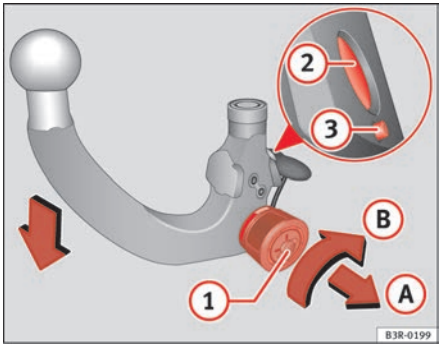

Fig. 152 Removable towing bracket: Setting the spring mechanism to the "ready" position
– Insert the key (1) ⇒ page 191, fig. 152 in the lock on the knob and turn it towards the red marking.
– Pull out the knob in direction (A), hold and turn in direction (B) until the locking pin (2) engages and the release pin (3) moves out visibly ⇒ ⚠.